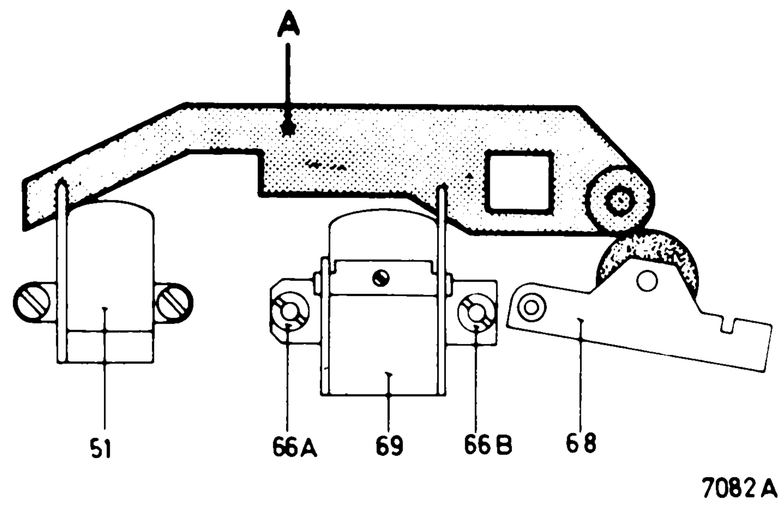

Fig. 1
Einstellen des A/W-Kopfes 69 (siehe Abb. 1).
- Benutze für diese Einstellung eine Sonderlehre; siehe A in Abb. 1.